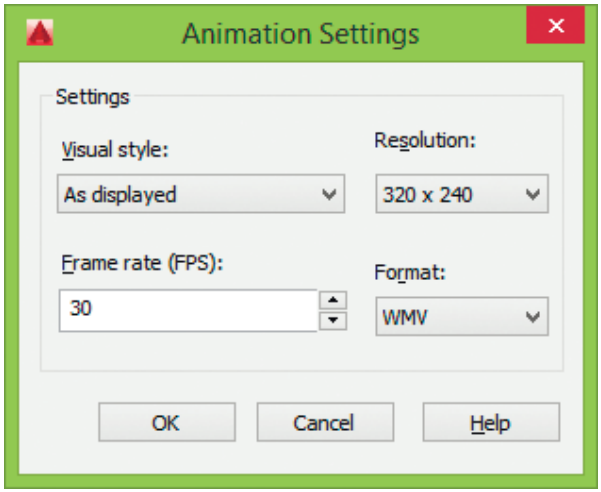

Рис. 24.6. Диалоговое окно параметров анимации
- **Animation Settings...** – загрузка диалогового окна параметров анимации **Animation Settings** (рис. 24.6):